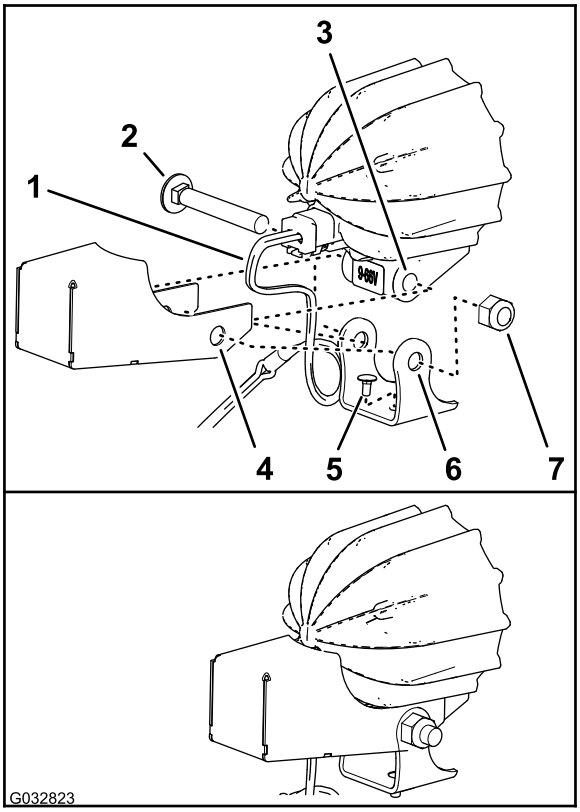

Rysunek 11
3. Po zamontowaniu wykręć długą śrubę podsadzaną i nakrętkę mocującą wspornik montażowy do ramki lampy LED (Rysunek 11).
4. Przełóż krótką śrubę podsadzaną przez otwór w spodzie wspornika montażowego w sposób pokazany na Rysunek 11.
5. Ustaw otwory w osłonie i we wsporniku montażowym równo z otworami w ramce lampy LED w sposób pokazany na Rysunek 11.
6. Zamontuj osłonę i wspornik montażowy do ramki lampy LED, używając śruby podsadzanej i nakrętki (Rysunek 11).